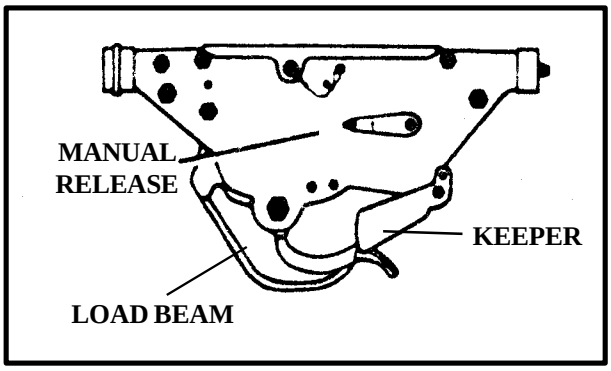

*Figure 2-22. H-60 Cargo Hook System*
**(1)** The Army UH-60A cargo hook has a maximum load capacity of 8,000 pounds. The Army UH-60L and USAF MH-60G cargo hook has a maximum load capacity of 9,000 pounds.The cargo hook load capacity of the Navy version, SH-60B, is 4,000 pounds. The cargo hook capacity of the Navy HH-60H and Coast Guard HH-60J is 6,000 pounds. The cargo hook (Figure 2-22) is mounted in an opening inthe floor of the aircraft just aft of the main rotor. The aircrew can open the hook electrically or manually. A manual release knob or lever is located on the right side of the cargo hook. In an emergency, the ground crewman or aircrew member can rotate the knob or lever counterclockwise and open the cargo hook.